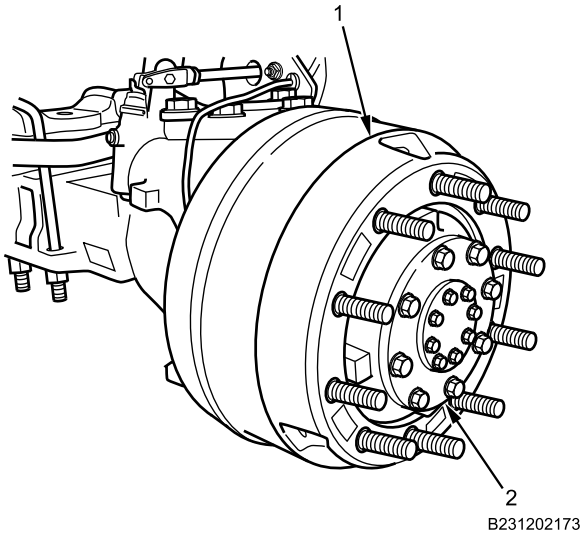

Figure 2. Front Brake Drum.
1. With assistant, install front brake drum (Figure 2, Item 1) on hub assembly (Figure 2, Item 2).